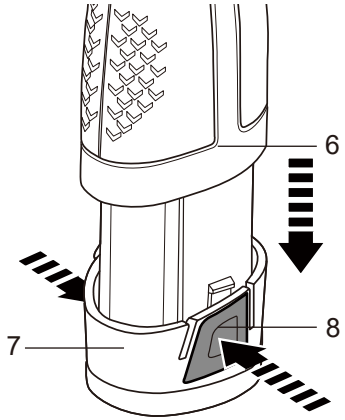

Fig. 2
> Para retirar o conjunto de baterias do produto, pressione os dois botões de desbloqueio (8) ao mesmo tempo e puxe o conjunto de baterias (7) para fora da pega (6) (Fig. 2).